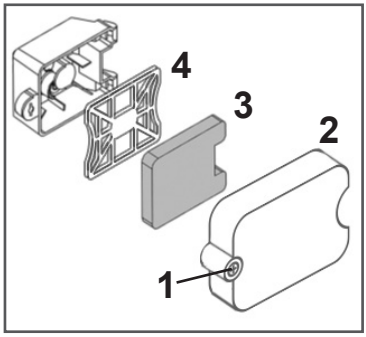

Рис. 16 Обслуживание воздушного фильтра
1. Открутите винт 1 и снимите крышку воздушного фильтра 2 (Рис. 16).
2. Извлеките фильтрующий элемент 3 из корпуса (Рис. 16) и проверьте его на отсутствие повреждений.